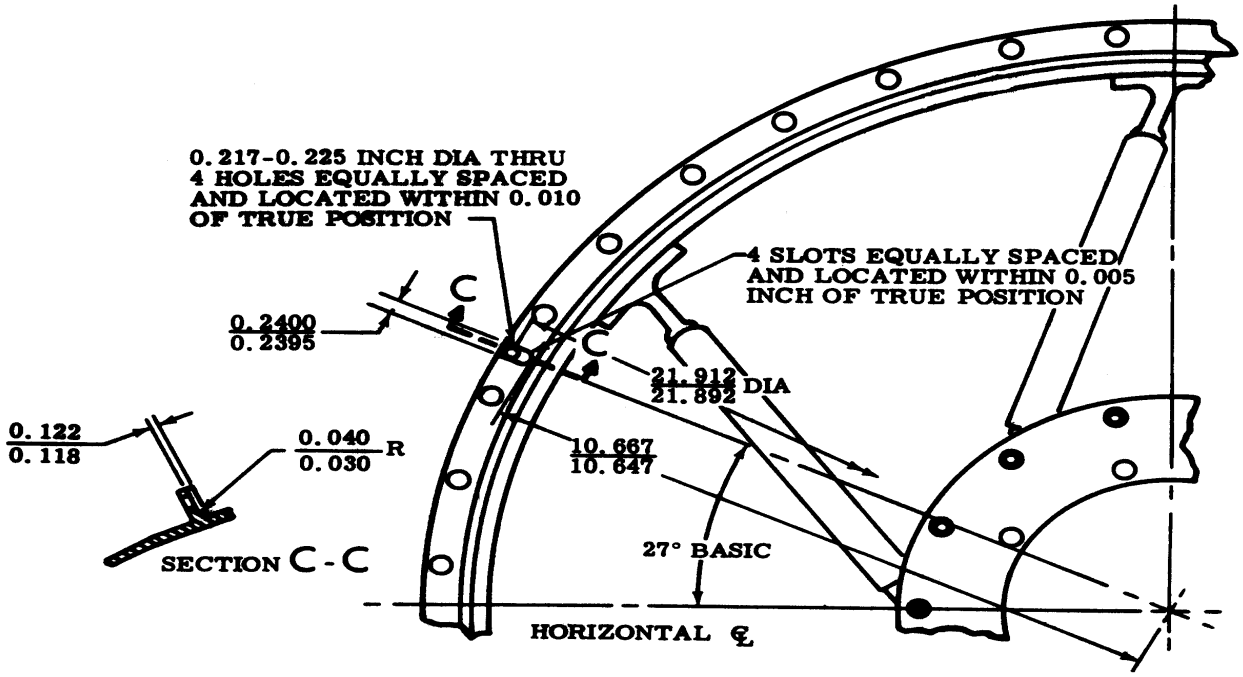

Figure 2. Turbine Rear Bearing Support Front Flange Piloting Key Slot and Hole Repair
(1) V-grind crack area.
(2) Weld repair using inert gas arc and AMS 5782 or 5784 weld wire.
(3) Refer to figure 2 for hole location and dimensions.